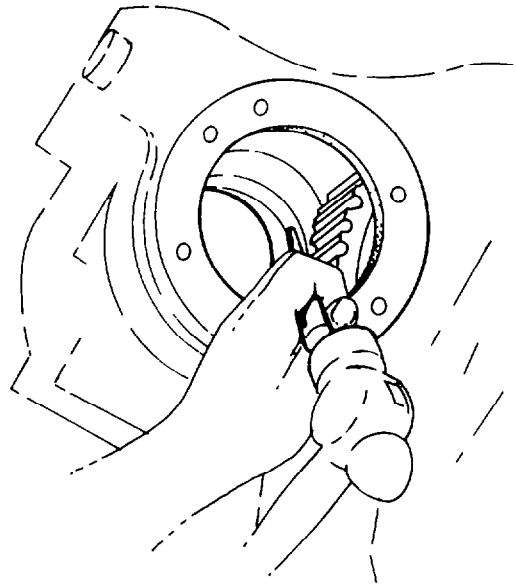

Fig. 288 — Removing Pinion Shaft Bearing Cup
g. Remove the pinion shaft bearing cup located in the carrier housing, using a suitable drift and hammer (see fig. 288).